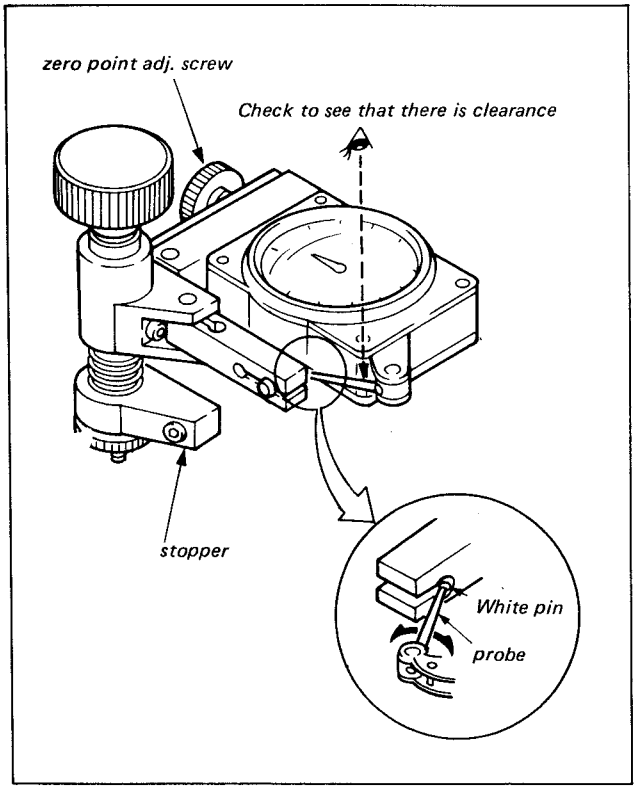

Fig. 4-3. Head projection measurement; Confirmation of jig setting
3. Turn the zero point adjustment screw shown in Fig. 4-3 counter-clockwise.
4. Attach the jig to the drum base while holding the stopper (shown in Fig. 4-3) to the side of the lower drum.